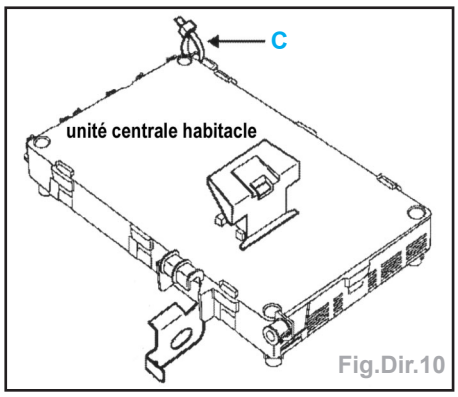

Fig.Dir.10
• et si besoin, le collier (**C**) (Fig.Dir.10).